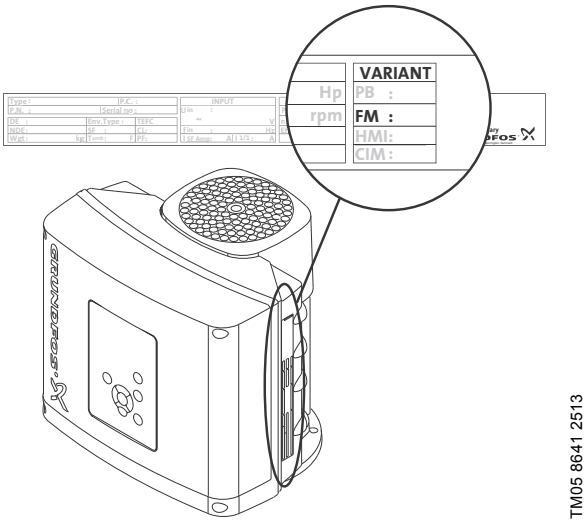

Rys. 84 Identyfikacja modułu funkcjonalnego
Liczba zacisków zależy od modułu funkcjonalnego (FM). Zamontowany moduł można zidentyfikować na tabliczce znamionowej silnika. Patrz rys. 84.